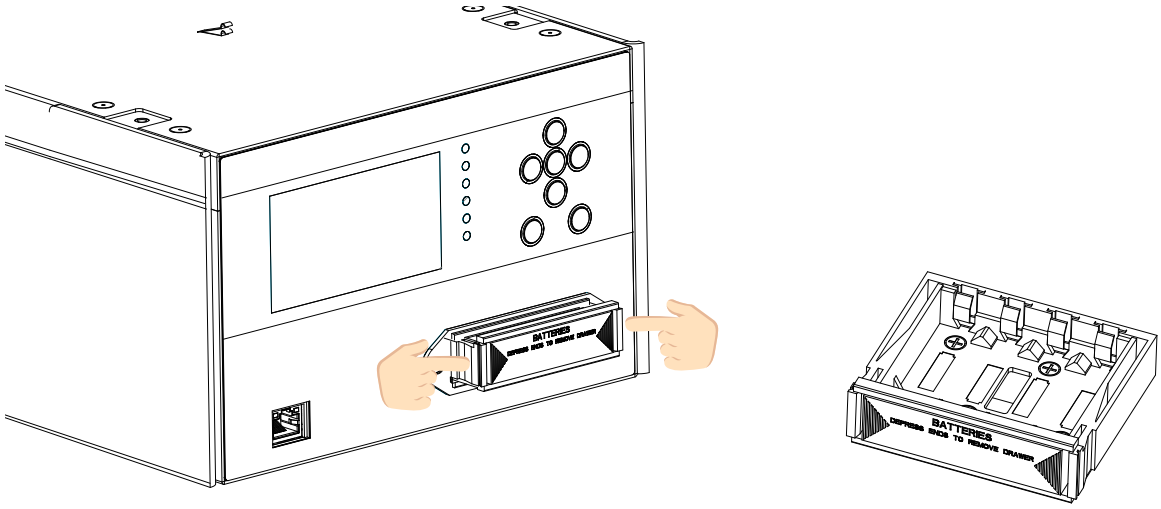

Figure 5: Extract battery holder.
1.- Press the tabs on the sides of the battery holder, as shown in **Figure 5,** and pull out the whole battery holder.